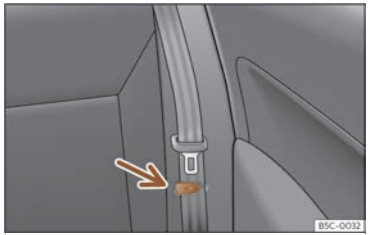

Fig. 97 Siège arrière : pince pour attacher la ceinture de sécurité.
- Placez les ceintures de sécurité latérales dans la pince du revêtement ››› fig. 97.